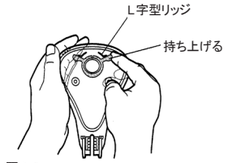

図4-1
① 呼吸回路からマスクを外してください。
② ヘッドギアクリップをマスクフレームから外してください。ヘッドギアからヘッドギアクリップを外す必要はありません。
③ マスクフレームからルアーロックポートキャップを外してください。
④ マスクフレームからクッションを外すため、クッションクリップの下側を押してから（図4-1）、引き離してください。さらに、マスククッションとクッションクリップを引き離してください。